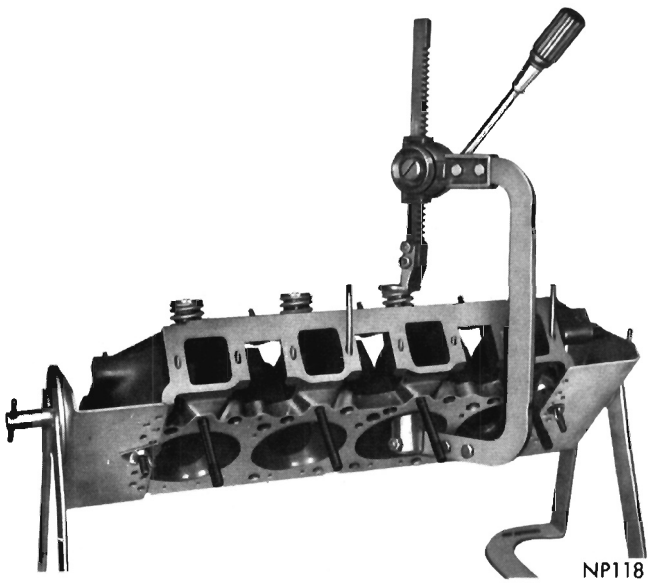

Fig. 10—Compressing Valve Spring
(1) With cylinder head removed, compress valve springs with Tool C-3422A (Fig. 10).
(2) Remove valve retaining locks, valve spring retainers, valve stem cup seals (intake valves only) and valve springs. **Remove any burrs from the valve stem lock grooves to prevent damage to the valve guide when valves are removed. Identify valves, to insure installation in original location.**